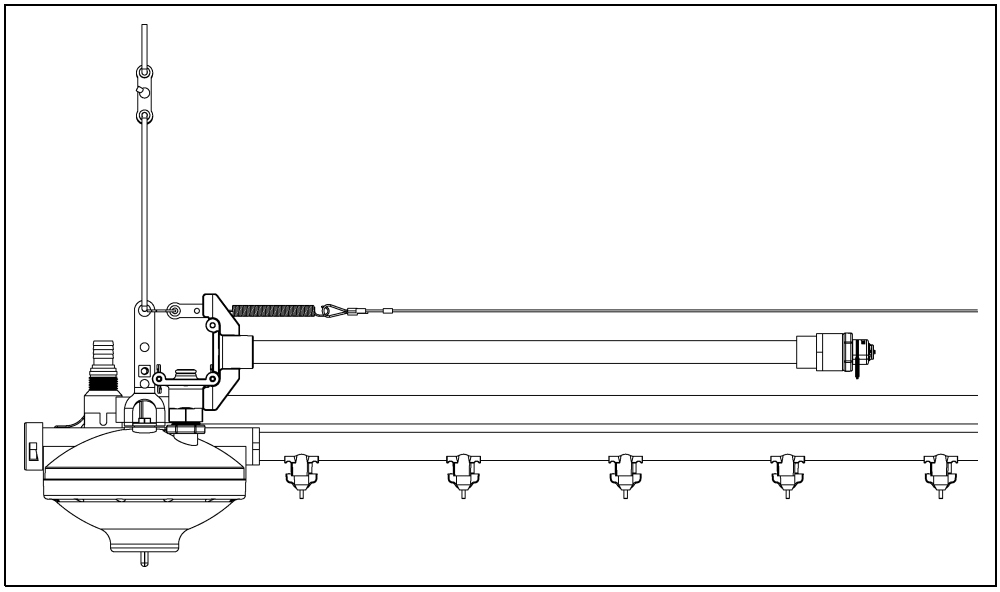

Рисунок 7N
1. Для лебедкой приложений, использующих жесткую смотровую трубу, удалите один быстрый штифт фиксатора и сложите смотровой трубы на 90°, как показано на *Рисунок 7N*. Повторно установите штифт, чтобы предотвратить потерю. Этот шаг позволит избежать в водовод быть лебедкой к потолку, обеспечивая максимальный зазор.